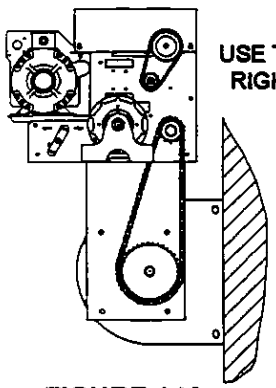
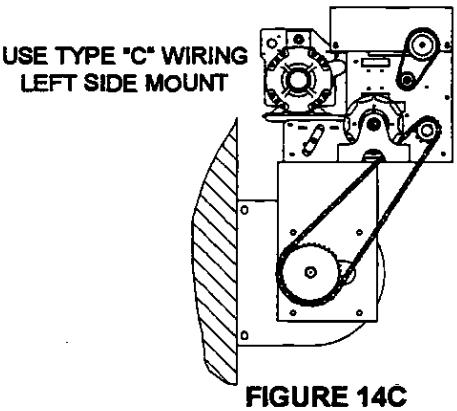

FIGURE 14A
FIGURE 14C
- Set operator on the mounting bracket as shown in Figures 14A and B for right side installations and Figure 14C for left side.